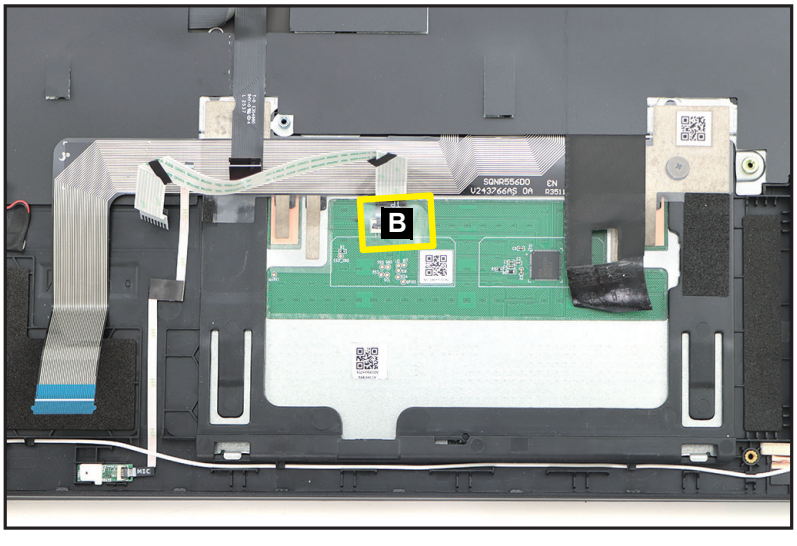

Figure 1-47. Touchpad Module Removal
2. Detach the mylar (B) securing the touchpad FFC connection (Figure 1-47).